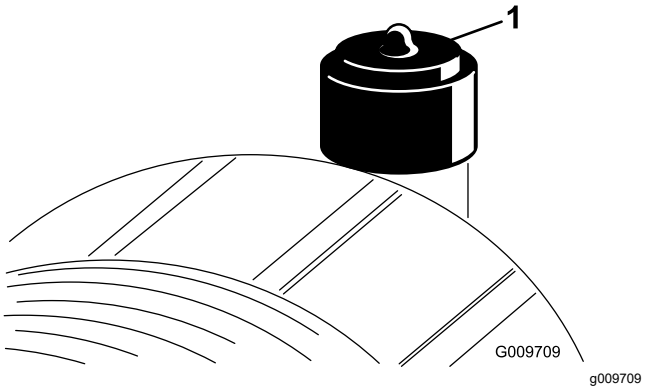

**Figura 55**
Effettuate la manutenzione dell'elemento filtrante del filtro dell'aria solo quando l'indicatore della restrizione (Figura 55) lo richiede. Sostituendo l'elemento filtrante del filtro dell'aria prima del necessario si aumenta il rischio che la morchia penetri nel motore quando lo si toglie.
2. Se la spia è rossa, resettate l'indicatore di restrizione (Figura 55).